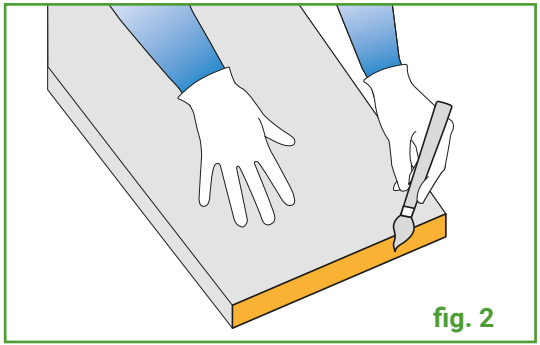

fig. 2
- sur les bords du matériau à raccorder (**fig. 2**)